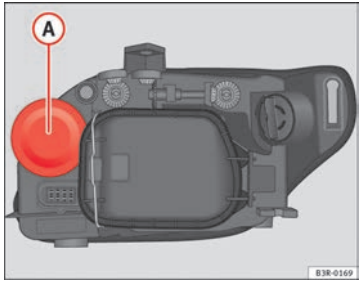

Fig. 205 Main beam headlights
- Pull up on the rubber cover (A) ⇒ fig. 205 to remove it.